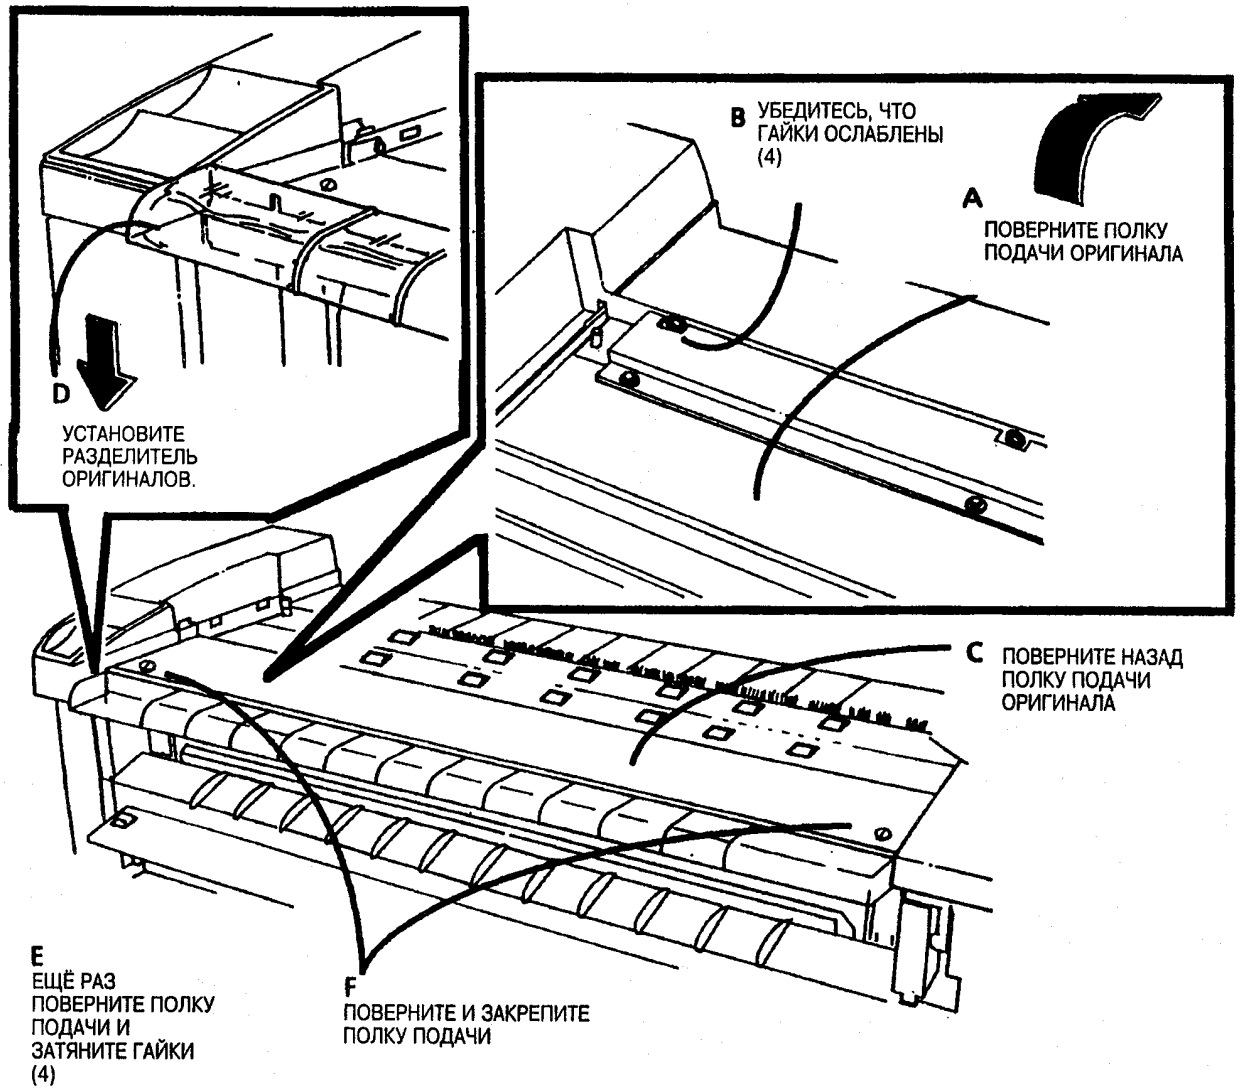

Рис. 29. Установите разделитель оригиналов.
37. (Рис. 29): Установите разделитель оригиналов.